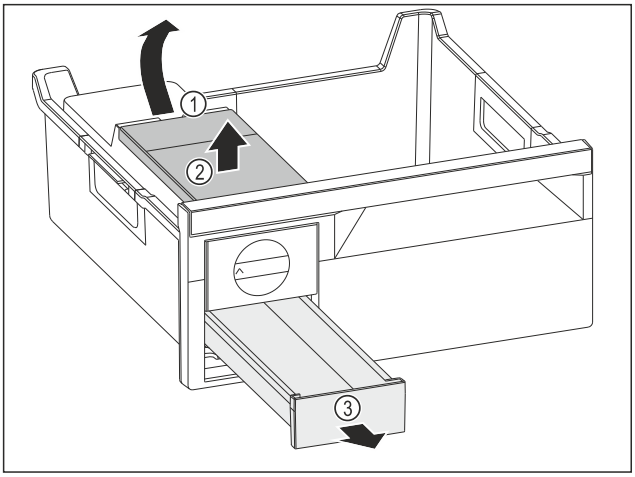

Fig. 144
▶ Udtagning af vandtank: Løft vandtanken i udsparingen *Fig. 144 (1)*.
▶ Tag vandtanken *Fig. 144 (2)* op og ud.
▶ Tag isterningeskuffen *Fig. 144 (3)* frem og ud.